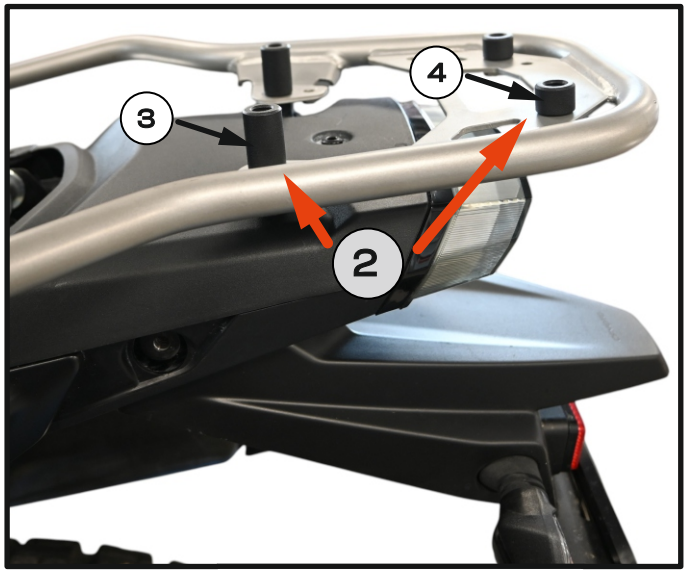

Fig. 3
2. Insert spacer sleeves **[4] , [3]** into the holes. **[Fig. 3]**